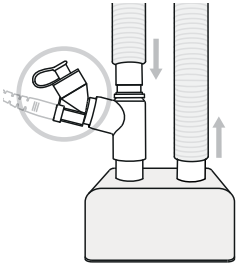

Afbeelding 7. Aerogen Solo aan droge kant van bevochtiger
2. De Aerogen Solo kan tussen het beademingsapparaat en de droge kant van de bevochtiger worden geplaatst. Afbeelding 7 geeft een configuratie weer voor de Aerogen Solo aan de droge kant van de bevochtiger. De Aerogen Solo kan in deze configuratie worden gebruikt met een neusinterface.
De Aerogen Solo kan met of zonder beademing worden gebruikt met een neusinterface wanneer een bevochtiger is geconfigureerd (Afbeelding 7).